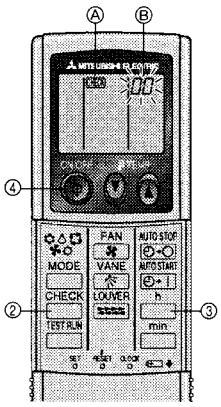

Fig. 7-2
7.3. Self-check (Fig. 7-2)
① Turn on the power.
② Press the CHECK button twice.